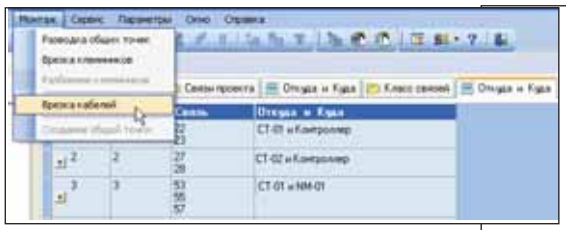

Рис. 9. Врезка кабелей в окне классов связей
- выполнение команды *Врезка кабелей* (рис. 9), при этом связи каждого класса объединяются в отдельный кабель;